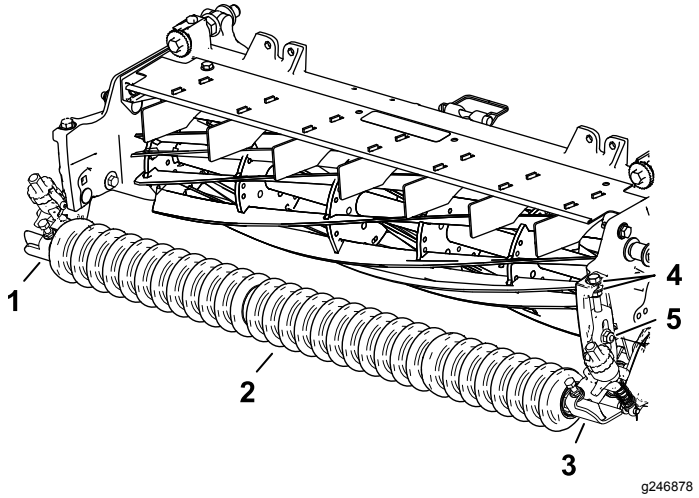

Рисунок 10
1. Установите, не затягивая, левый и правый кронштейны высоты скашивания (НОС) в сборе и передний валик в сборе на боковые пластины режущего блока, используя ранее снятые каретные болты (Рисунок 10).